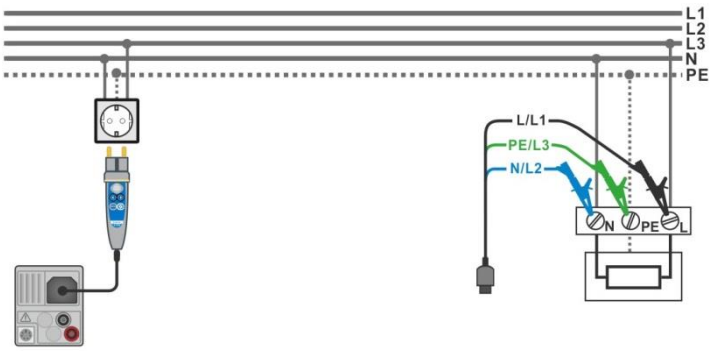

Figure 4.34: Connection of Plug commander and 3-wire test lead
- Connect test leads or Plug commander to the object under test, see ***Figure 4.34***.